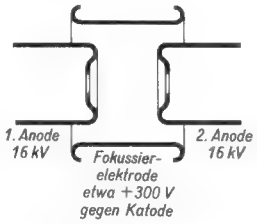

Bild 6. Die Einzellinse
a) Einzellinse – unter Verwendung von drei Elektroden, *Bild 6*,
Zu a) *Die Einzellinse* (Bild 6)